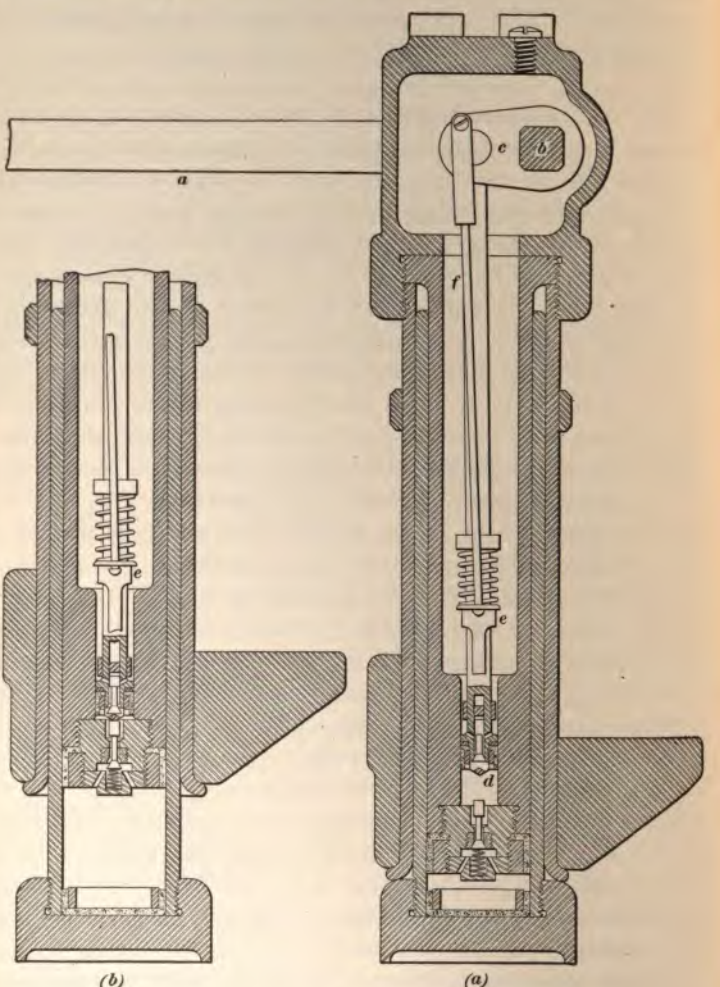

FIG. 10.
19. A **Watson-Stillman hydraulic jack** is shown in section in Fig. 10 (*a*). In this illustration, *a* is a lever that is depressed by the operator when he desires to raise the load. This lever freely fits a rectangular hole or socket in a shaft *b* that extends clear through the ram head. The shaft *b* carries the crank *c* to which the piston *d* is hinged. A small valve is placed in the center of the piston and serves to open or close communication between the water space above and below the piston. The lower end of the ram is fitted with a small check valve, which normally is held closed by the small spring shown beneath the valve. The inside of the jack is filled with a mixture of alcohol and water, about 2 parts of alcohol to 3 parts of water, which prevents the freezing of the liquid when the jack is used in cold weather. The operation is as follows:
The jack being clear down, as shown in Fig. 10 (*a*), it is placed under the load and the operator alternately depresses and raises the lever through its full range, the motion being limited by a projection on the under side of the lever. The slightest depression of the lever closes the valve in the piston. The downward movement of the piston continuing, the water between the bottom of the piston and the end of the ram is subjected to a pressure that opens the valve in the end of the ram. This allows the water under pressure to pass into the space beneath the ram. The pressure so transmitted to the lower end of the ram forces it upwards. The lever having been depressed to its limit is again raised. This raises the piston, causes the piston valve to open, and allows the water above the piston to flow beneath it. The pressure of the water below the ram promptly closes the ram valve as soon as the piston commences to move upwards. The operation may now be repeated as often as required.
In order to lower the ram, the lever is withdrawn from its socket and inserted again with the projection upwards. It can now be depressed far enough to cause the end of the piston to strike and open the ram-head valve, as shown in Fig. 10 (*b*), where the parts of the jack are shown in the relative positions occupied while lowering. But before the water in the bottom of the ram can escape to the top, the valve in the piston must also be opened. This is accomplished by a heavy spring that forces the sleeve *e* downwards. The lower end of the sleeve has a cotter working in a slot in the piston rod; the cotter bearing against the top of the valve forces the latter downwards. The sleeve is connected to the crank *c* by the so-called lowering wire *f*, in such a manner that the cotter will not strike the piston valve while the jack is raising the load. The ram will descend as long as the lever is kept hard down; it can be stopped instantly by raising the lever slightly.